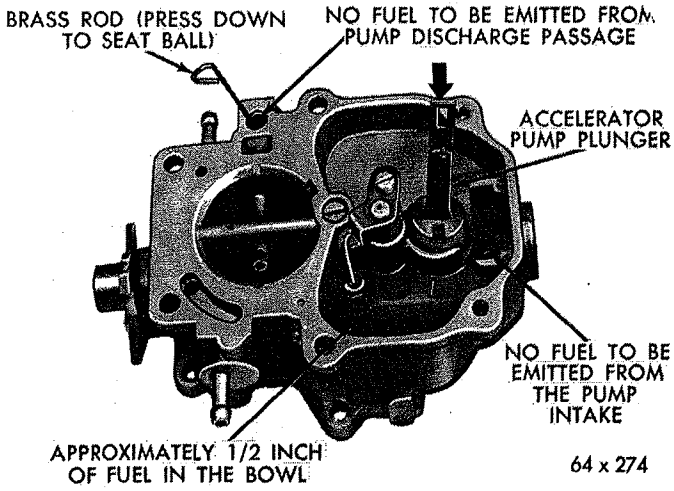

***Fig. 10—Testing Accelerator Pump Intake and Discharge Check Balls***
(3) Using a small clean brass rod, hold the discharge check ball down firmly on its seat. Again raise plunger and press downward. No fuel should be emitted from either the intake or discharge passage, as shown in (Fig. 10).